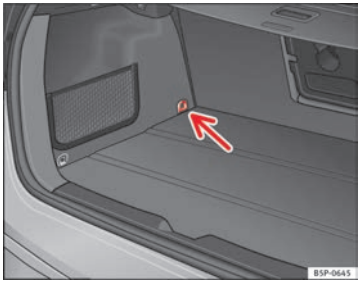

Fig. 32 Occhiello di fissaggio Toptether*
– Innestare il seggiolino sugli occhielli di fissaggio “ISOFIX” fino a che non si sente scattare il blocco. Se il seggiolino è dotato del sistema di ancoraggio Toptether*, agganciarlo all'occhiello corrispondente ⇒ fig. 32. Seguire le istruzioni fornite dal produttore.